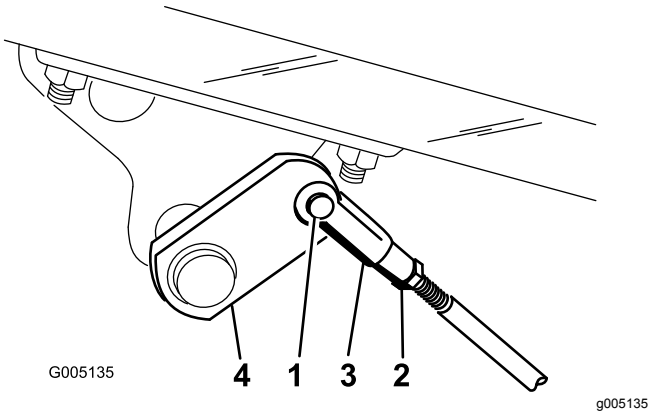

Figur 49
A. Koble fra bremsestengene ved å fjerne splinten og splittpinnen (Figur 49).
B. Løsne låsemutteren, og juster sjakkelen (Figur 49).
C. Monter sjakkelen på bremseakselen (Figur 49).